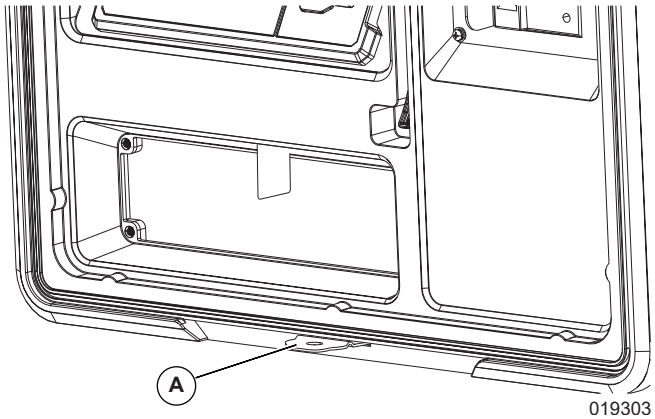
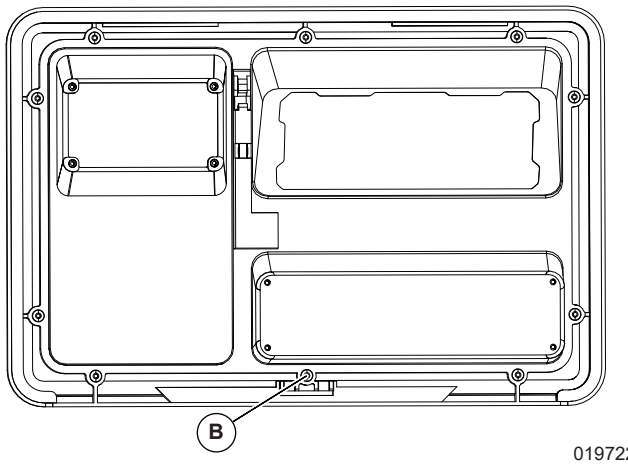

Figure 3-7. Install Viewing Window Hasp
Figure 3-8. Fastening Viewing Window Hasp
NOTE: See ***Figure 3-7***. Obtain viewing window hasp (A), if not installed. See ***Figure 3-8***. From backside (interior) of panel, remove fastener (B) as shown. Install hasp and secure with removed fastener (B).